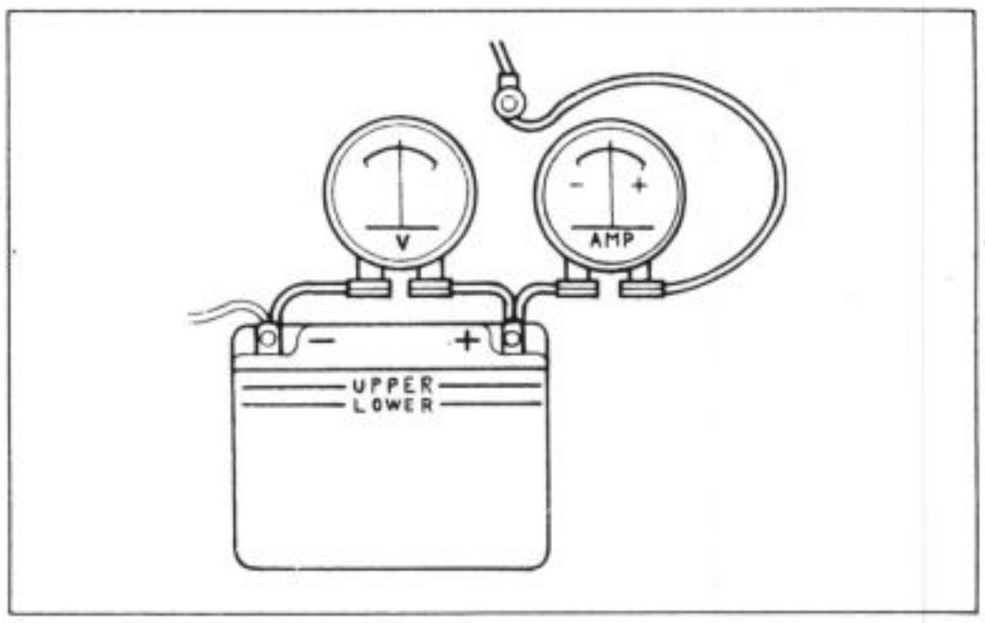

Fig. 5-1
3. As shown in Figs. 5-1 and 5-2, connect the ammeter to the positive terminal of the battery. Then connect the voltmeter to the positive and negative terminals of the battery.